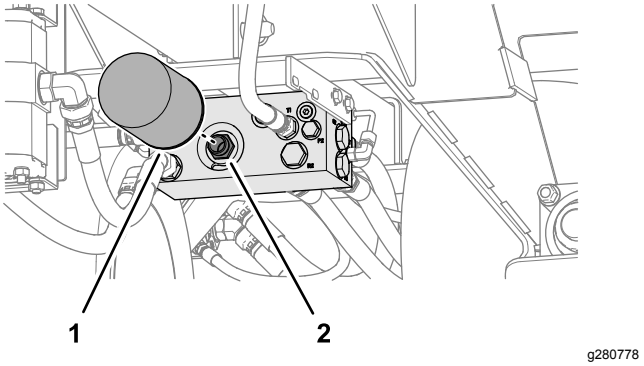

**Figur 36**
2. Rengør området omkring filteret og hydraulikmanifolden, placer en dræningsbakke under filteret, og fjern filteret (Figur 36).
4. Rengør området omkring hydraulikmanifoldens filtermontering (Figur 36).